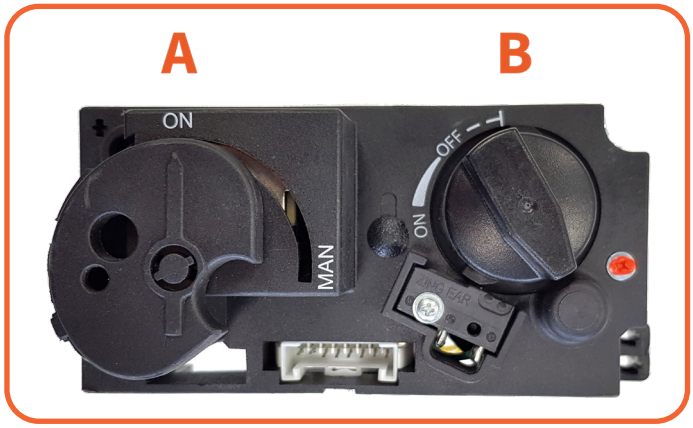

Figure 4.3 | Gas Block
Check that the control knob (A) is in the ON position(Figure 4.3). Press the button on/off button of your remote control and continue to hold down (3 to 5 sec.) until you hear two short beepes.
After starting the pilot, knob B will automatically rotate counter clockwise and the main burner will start burning (Fig 4.3). Always wait 5 minutes after killing the pilot light before you start the pilot flame again.